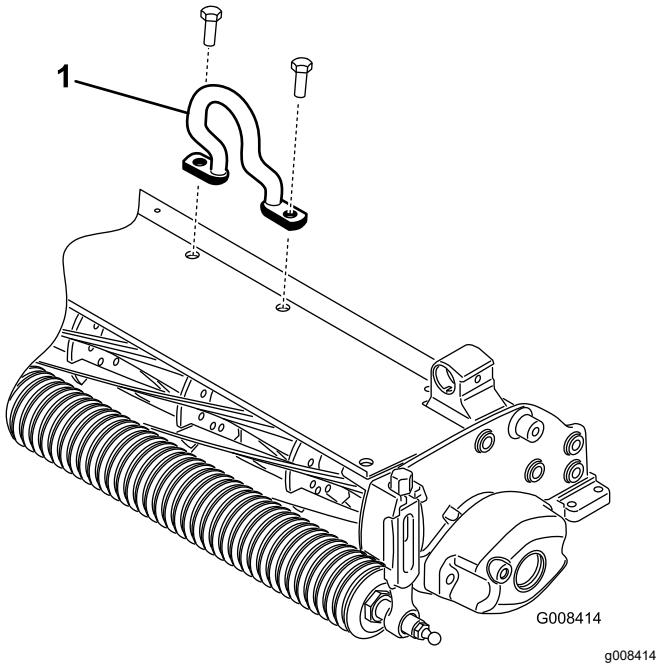

Figura 6
2. Montate il tirante sfalsato (Figura 6) sulla parte superiore del dispositivo anti-feltro con 2 viti a testa cilindrica.